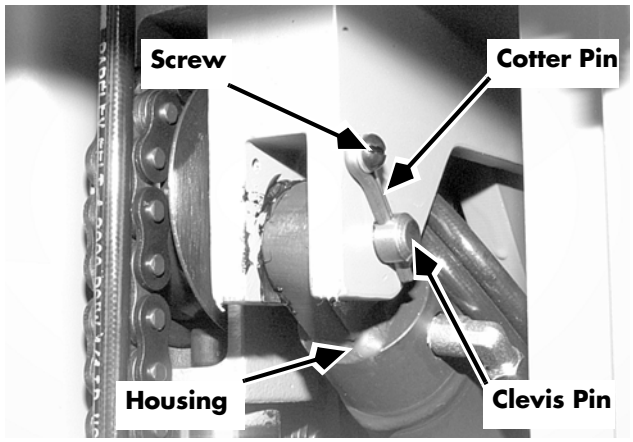

Figure 7-226: Reach Cylinder Housing Attachment
10. Remove the screw holding the cotter pin in place at the housing end of the cylinder. See Figure 7-226.